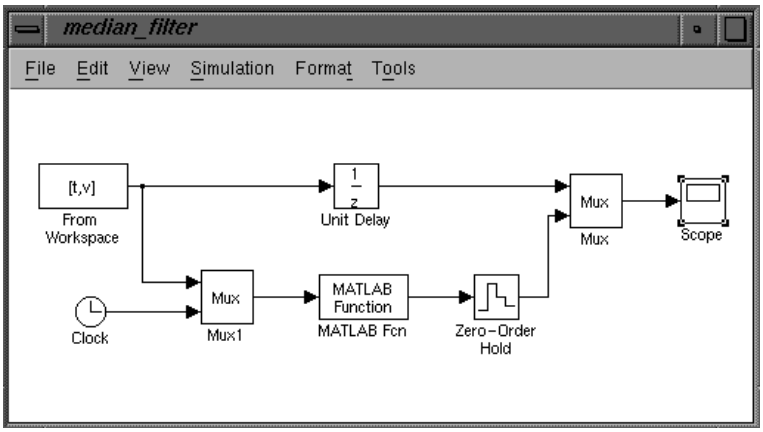

Figure 2.5: Median filter
- Create the setup you can see in figure 2.5.